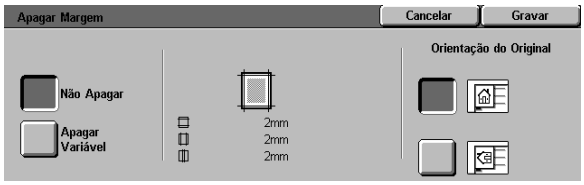

Figura 28: Opção Não Apagar no ecrã Apagar Rebordo
2. Seleccione o ícone **Não Apagar**, tal como ilustrado na Figura 28.